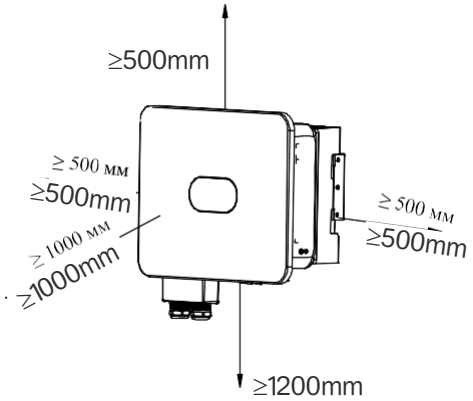

Рис. 4.4 Расстояние между ИБП и окружающими его предметами
2. Оставьте вокруг достаточное пространство, чтобы облегчить циркуляцию воздуха и дальнейшие манипуляции. См. рис. 4.4.